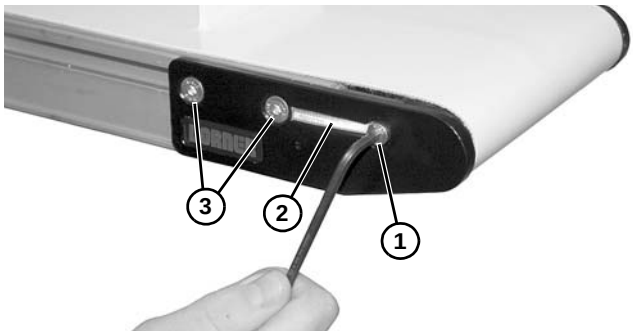

Abbildung 56
2. Auf einer Seite des Förderbands die Schraube **(Abbildung 56, Teil 1)** abnehmen und die Abdeckhaube **(Abbildung 56, Teil 2)**, sofern eingebaut, abnehmen.
3. Zwei Befestigungsschrauben **(Abbildung 56, Teil 3)** abnehmen.